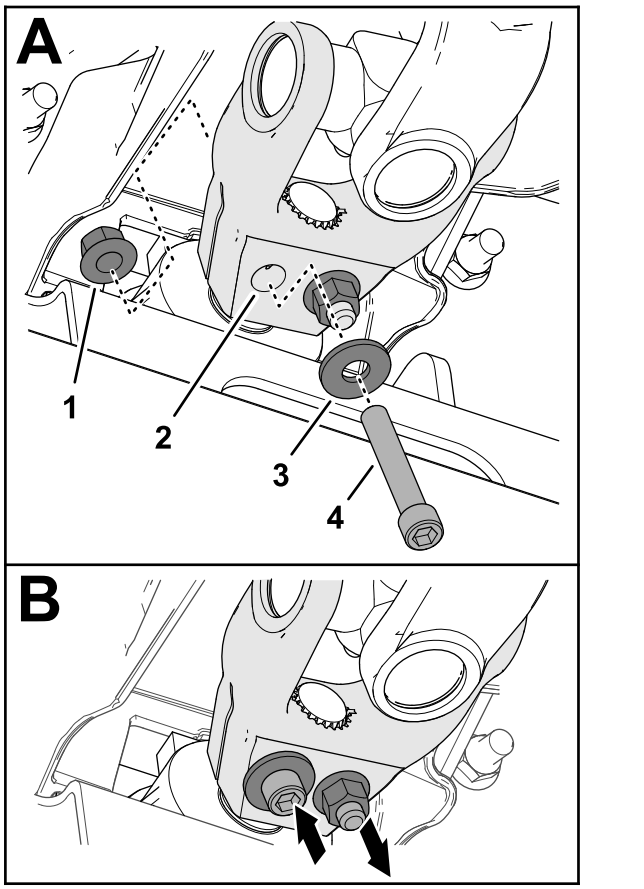

Figura 19
6. Montate un bullone senza dado a brugola (⅜" x 2¼") attraverso una rondella (⅜") e il foro nella forcella dell'albero di trasmissione (Figura 19), e fissate il bullone senza dado con un dado di bloccaggio flangiato (⅜").
7. Montate un bullone senza dado a brugola (⅜" x 2¼") attraverso una rondella (⅜") e il foro nella forcella dell'albero di trasmissione dalla direzione opposta (Figura 19), e fissate il bullone senza dado con un dado di bloccaggio flangiato (⅜").